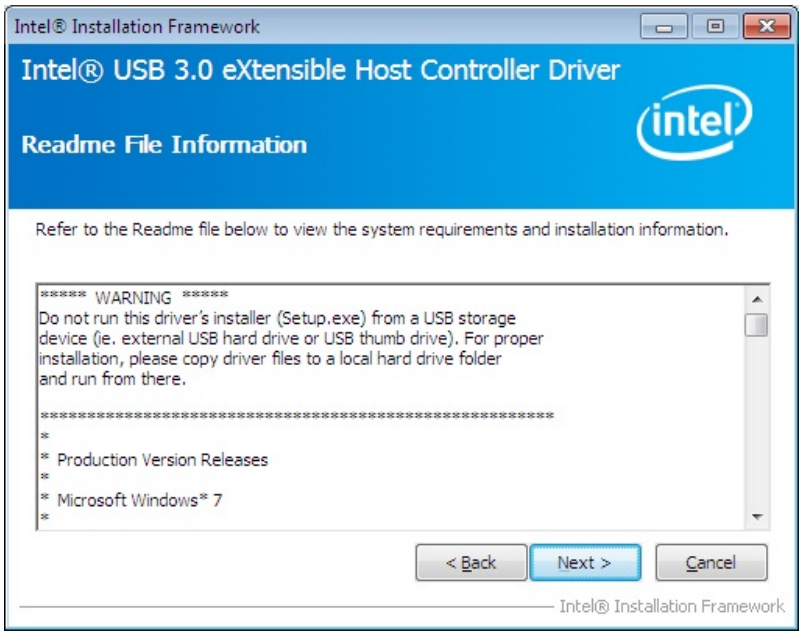

Figure 6-24: USB 3.0 Driver Read Me File
Step 8: The **Read Me** file in **Figure 6-24** appears. Click **Next** to continue.